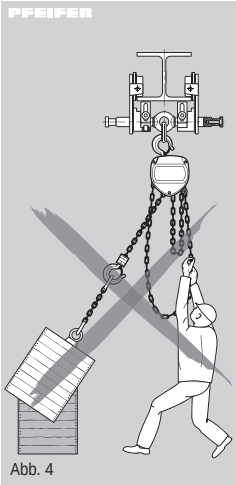

Abb. 4
- Schrägzug, d.h. seitliche Belastung auf die Traverse und Seitenplatten (Abb. 4) vermeiden. Immer in einer geraden Linie zwischen Aufhängepunkt Traverse und Lastanschlagpunkt heben.